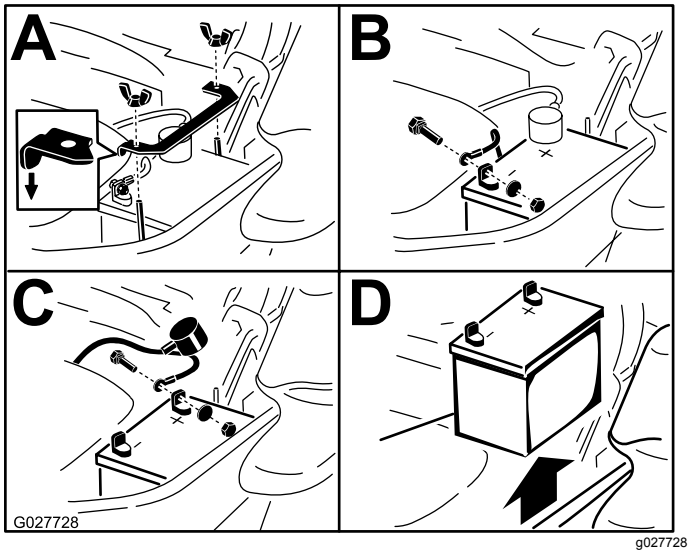

**Figuur 63**
3. Verwijder de accu zoals getoond in Figuur 63.
**Opmerking:** Plaats de accu in een bak met de accupolen van de hydraulische tank weg (Figuur 63).